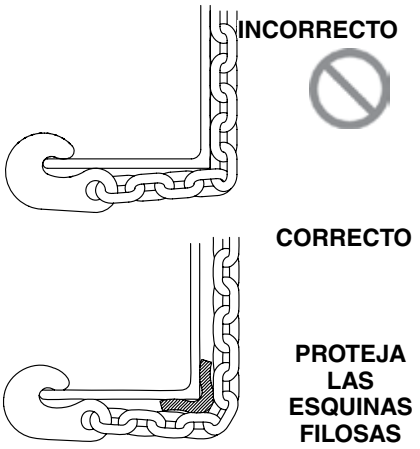

Figura 3
- La línea del malacate y la cola de cadena siempre deben protegerse de esquinas filosas para evitar daños (ver Figura 3).